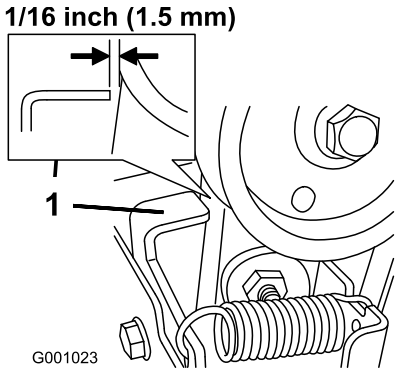

Figur 48
3. Når snegle-/rotorgrebet er udkoblet, skal du sørge for, at mellemrummet mellem sneglens koblingsenhed og tappen er 1,5 mm (Figur 48).